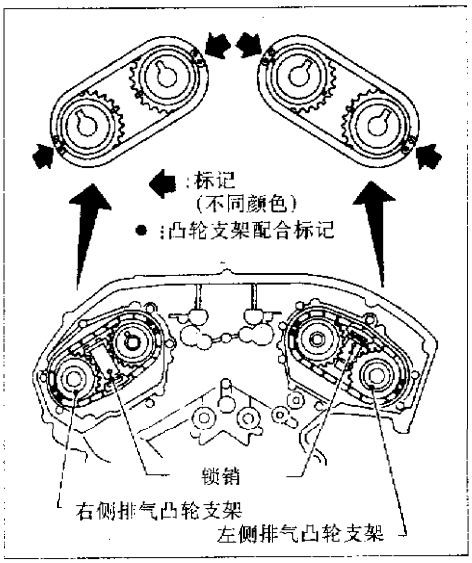

图 2-4-30
(4)按图 2-4-30 所示,将左、右进气凸轮轴链轮和排气凸轮轴链轮上的安装标记 2 与凸轮轴正时链上的安装标记对准。